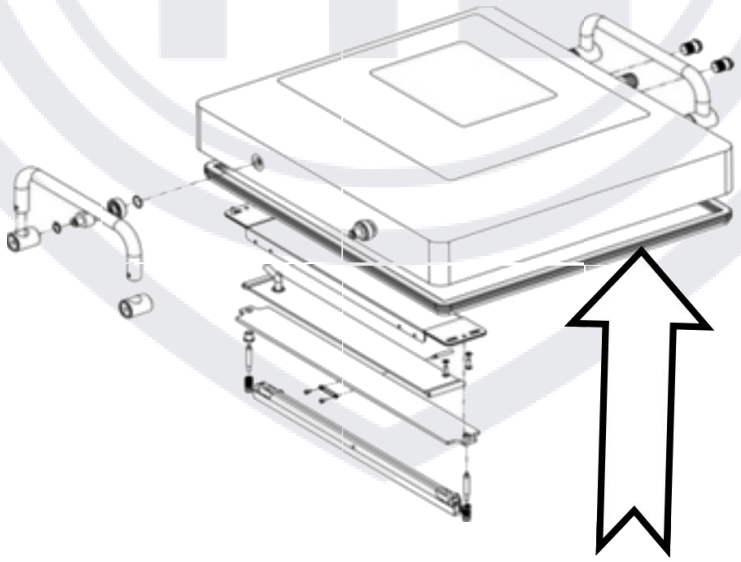

Рис. 13
8.12 Замена уплотнительной резины (Рис. 13)